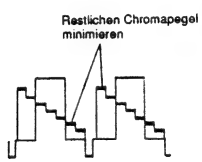

Abb. 4-105
(3) Abgleich der Trapfrequenz (Abb. 4-105, 4-151)